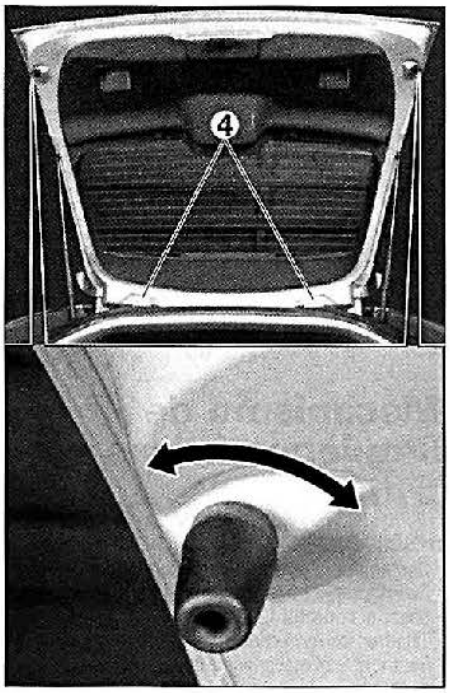

FIG. 69
- Desmontar las fijaciones (4) (fig. 69).
• Ajustar los juegos y salientes del portón actuando en las fijaciones del portón y en los topes (fig. 69).